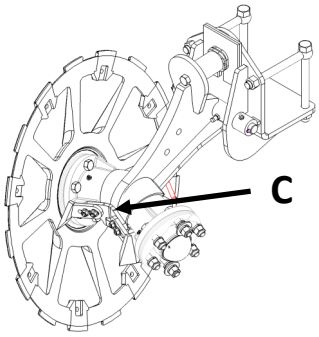

Figure 7-15: Back Scrapers
1. Loosen bolts (C), shown in Figure 7-15.
3. Tighten bolts (C).